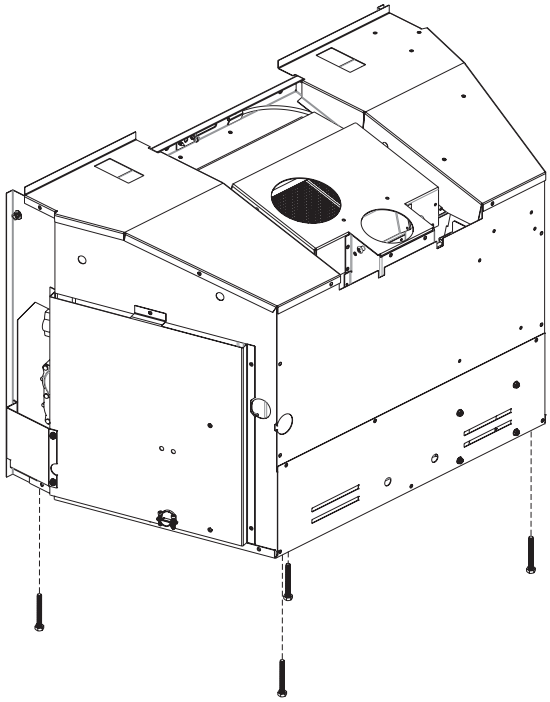

Figure 11
Figure 11 shows the vent termination cap and system approved for use with these models. Approved vent system terminations are labeled for identification. Use 3-inch diameter, flexible aluminum or stainless steel gas venting for the incoming combustion air. Use 4-inch diameter flexible aluminum or stainless steel gas venting for exhaust vent pipe. **No other venting systems or components may be used.** Detailed installation instructions are included with each vent termination kit and should be installed in conjunction with this manual.
NOTICE: The minimum vertical vent rise is 10 feet and the maximum vertical vent rise is 40 feet. These dimensions are measured from the starting collars of the unit to the end of the last section of vent pipe. **See Figure 11,** page 17.
7. Install leveling legs. **See Figure 11.**